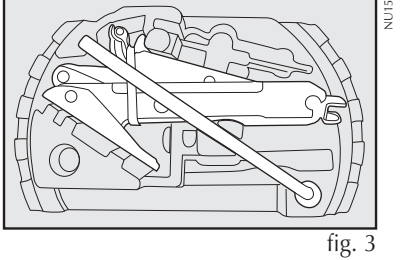

fig. 3
- Soltar as ferramentas, e remover o macaco **fig. 3** puxando-o de sua sede.